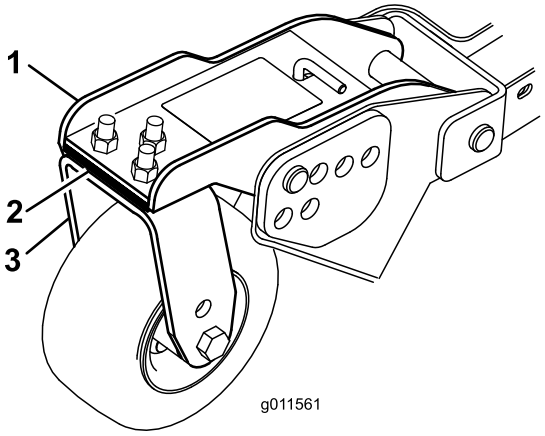

Bild 78
1. Entfernen Sie die Schrauben und Muttern, mit denen das vordere Laufrad an der Laufradgabel befestigt wird (Bild 78).